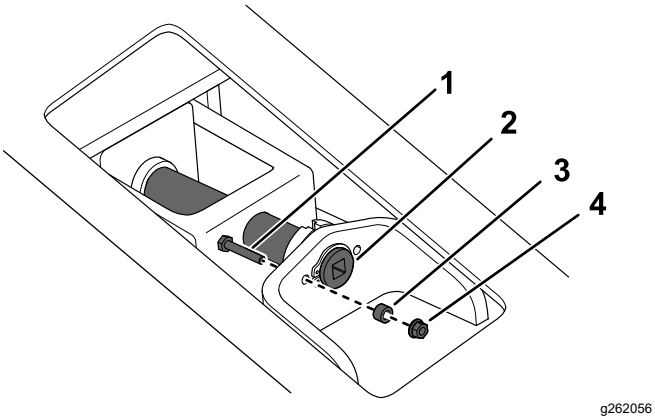
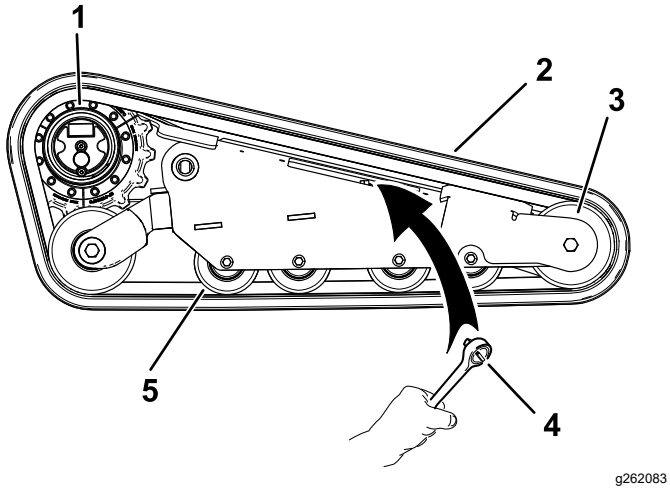

Figure 67
Figure 69
6. Remove the locking bolt, spacer, and nut (Figure 67).
8. Align the notch in the tension screw to the nearest locking-bolt hole and secure the screw with the locking bolt, spacer, and nut (Figure 67.
7. Using a 1/2-inch drive ratchet, release the drive tension by turning the tensioning screw clockwise (Figure 67 and Figure 69).
1. Wrap the new track around the front wheel (Figure 69).
2. Push the track under and between the road wheels and wrap it around the rear tension wheel (Figure 69).